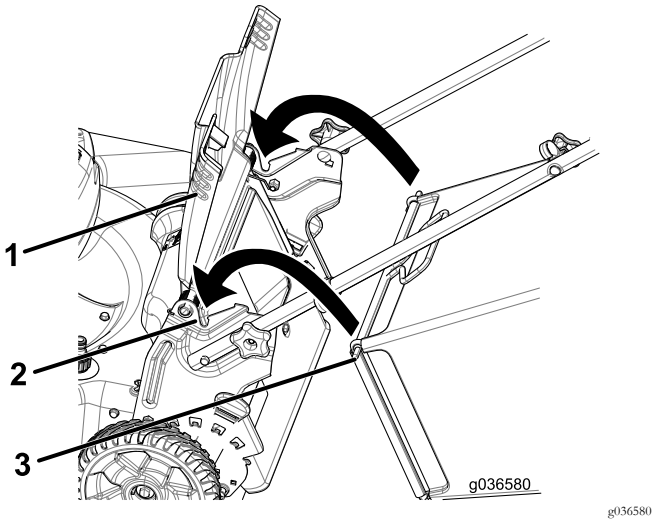

Bild 25
1. Heben Sie das hintere Ablenkblech an und halten Sie es hoch (Bild 25).
2. Setzen Sie den Grasfangkorb ein, stellen Sie sicher, dass die Stifte am Fangkorb in den Kerben am Griff sind (Bild 25).